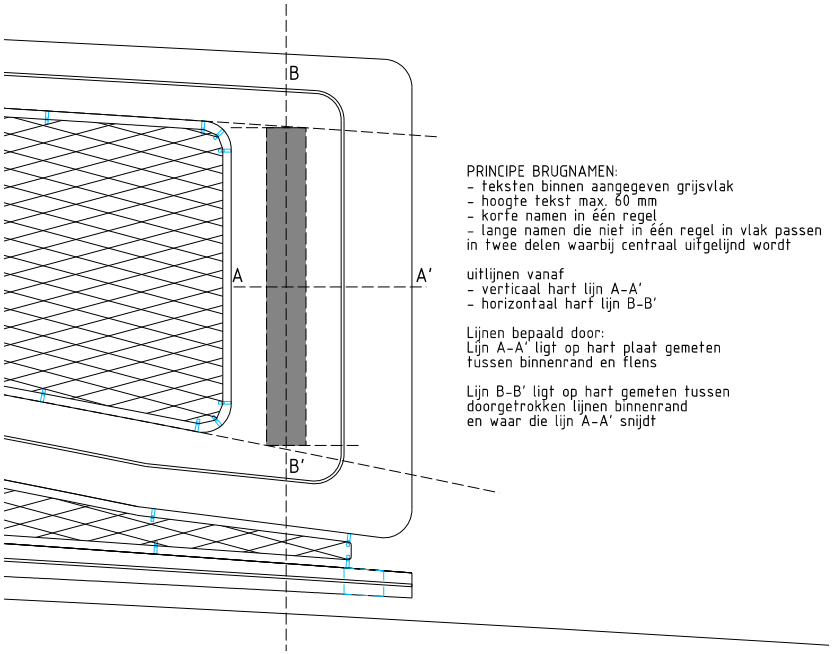

figuur 3.20: principe plaatsing brugnamen
- de letters komen in de zone te liggen zoals aangegeven in figuur 3.20 en 3.21